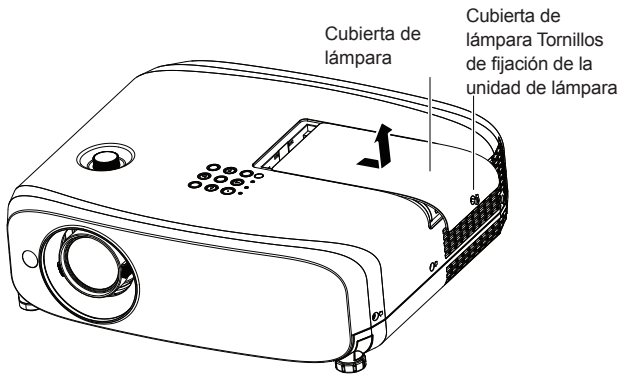

Fig. 1
2) Quite la cubierta de lámpara. (Fig. 1)